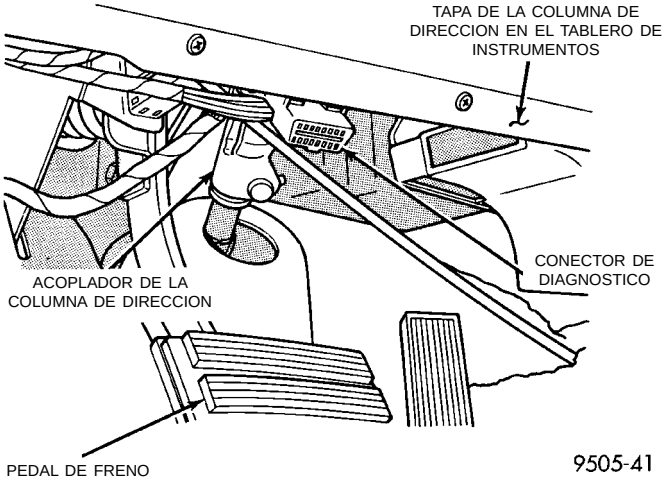

Fig. 11 Posición del conector de diagnóstico del sistema ABS
(1) Ensamble e instale todos los componentes del sistema de frenos en el vehículo, asegurándose de que todos los tubos de líquido hidráulico estén instalados y apretados correctamente.
(2) Conecte el Aparato de prueba de diagnóstico DRB al conector de diagnóstico, situado debajo de la tapa de la columna de dirección, directamente debajo de la columna de dirección (Fig. 11).
(3) Con la DRB, verifique para asegurarse de que el CAB no tenga ningún código de fallo almacenado. Si fuera así, retire los códigos de fallo mediante la utilización de la DRB.